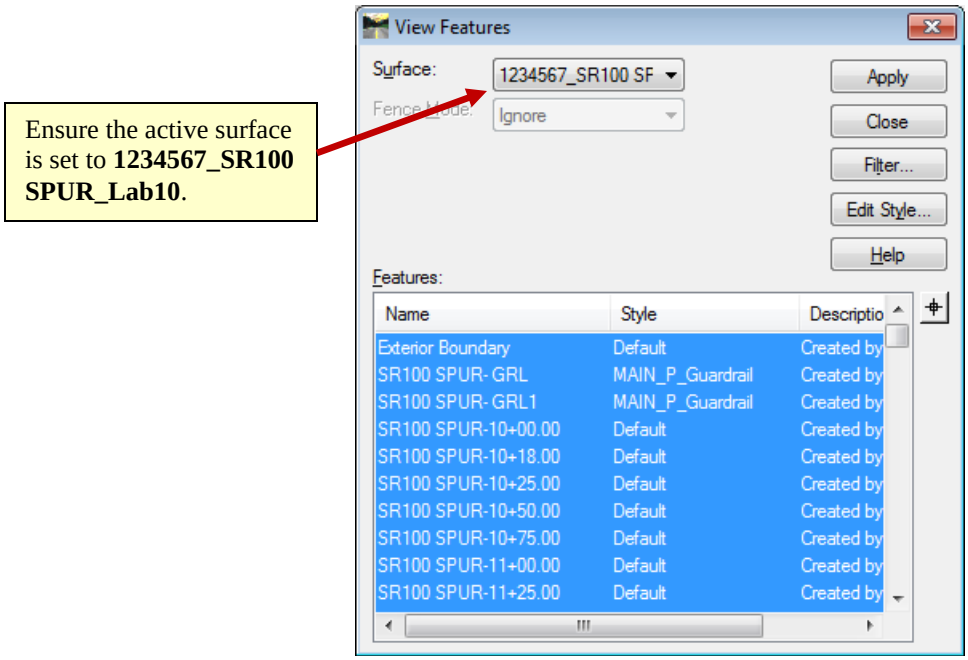

Figure L10-4 View Features
15.	**Open the View Features dialog and Select the Surface 1234567_SR100 SPUR_Lab10.** • In InRoads, select **Surface ► View Surface ► Features**… The **View Features** dialog opens as shown in *Figure L10-4*. • Use the pull down arrow to select the Surface **1234567_SR100 SPUR_Lab10**. • Ensure your view matches that shown in *Figure L10-4*.